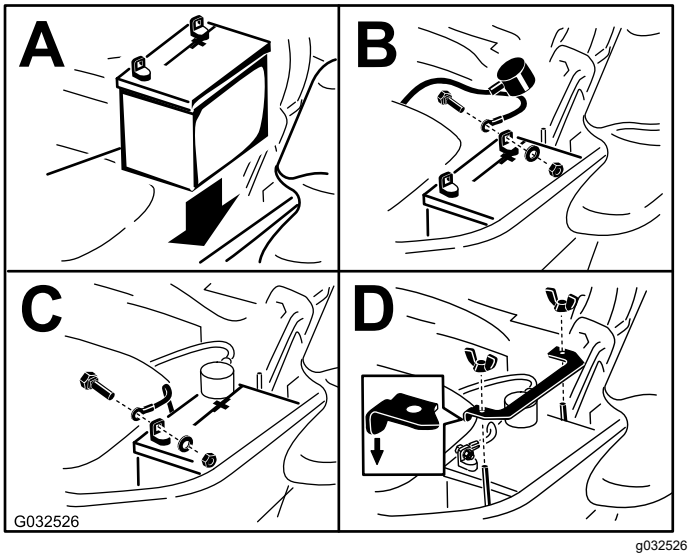

Figur 68
**Bemærk:** Placer batteriet i bakken, så polerne vender væk fra hydrauliktanken (Figur 68).